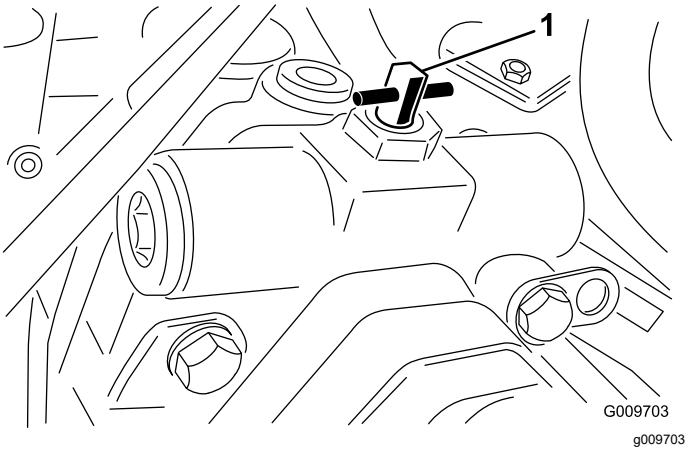

图 77
3. 将旁通阀向任一方向旋转 90°¼ 圈打开旁通阀让液压油在内部分流图 77。
2. 将旁通阀向任一方向旋转 90°¼ 圈打开旁通阀让液压油在内部分流图 77。